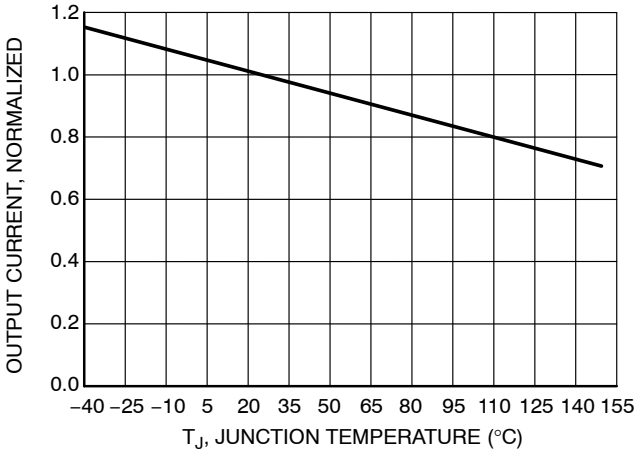

Figure 5. Current Regulation vs. Junction Temperature
10. Calculate the junction temperaure using the thermal information on Page 7 and refer to Figure 5 to check the output current drop due to the calculated junction temperature. If desired, compensate it by adjusting the value of R_{ext}.